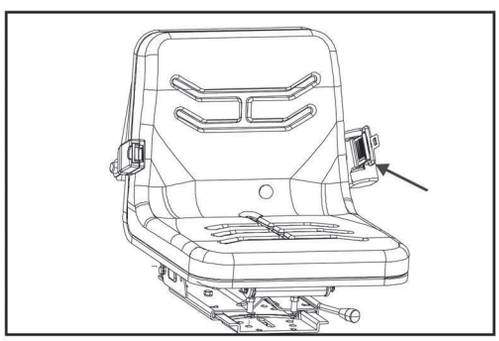

Рис. 4.27b
• Проверьте ремень безопасности на наличие повреждений. Поврежденный ремень безопасности необходимо заменить (рис. 4.27b).